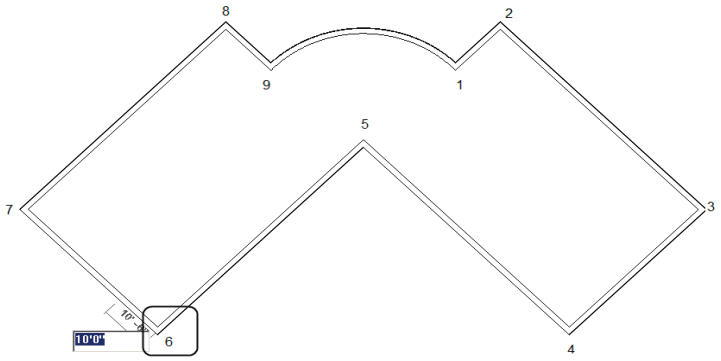

Figure 3-69 *Specifying the start point of the first interior wall*
3. Move the cursor close to the lower left corner, marked as 6, refer to Figure 3-69, and traverse upward along the centerline of extreme left wall of the building profile. When the temporary dimension appears, enter the value **10'(3048 mm)** and press ENTER to start the interior wall profile from the specified point, as shown in Figure 3-69.